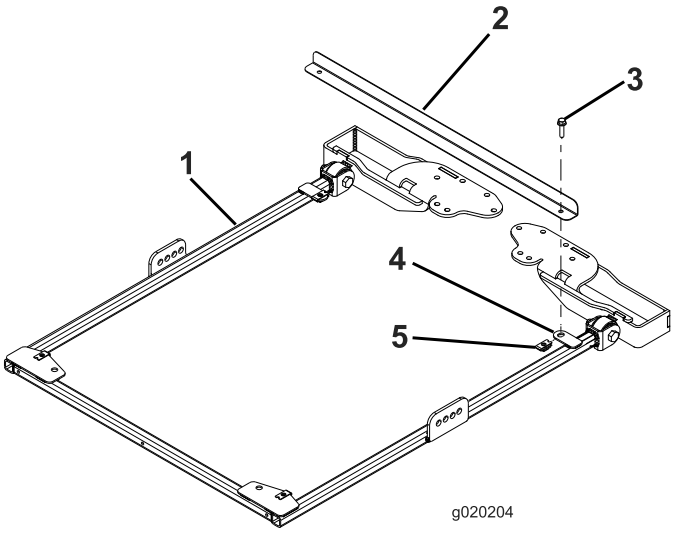

Figur 17
1. Raminriktningsstången ska fästas på monteringstapparna på den bakre delen av solskärmens ram med två flänsskruvar (5/16 × 1 1/4 tum) enligt Figur 17 så att ramen riktas in på rätt sätt.